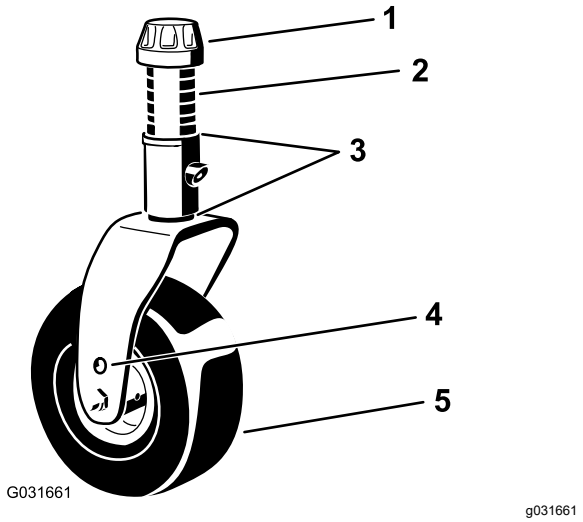
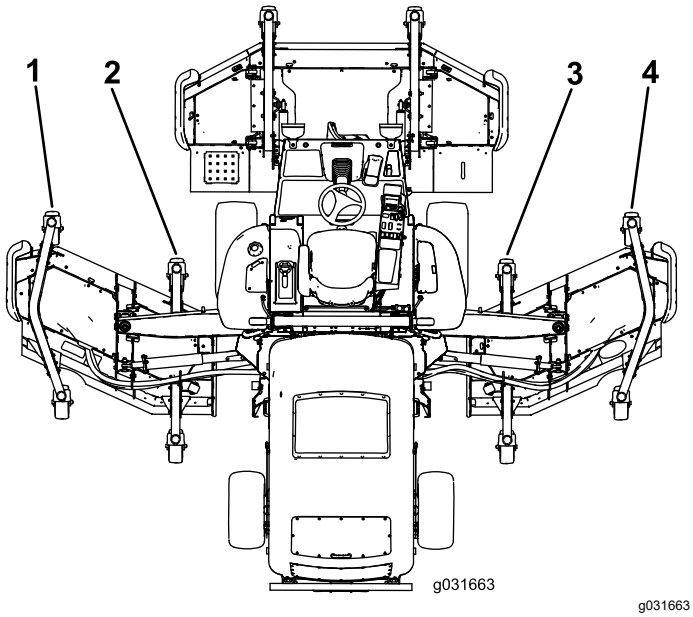

Figura 28
Figura 29
5. Si el borde interior de la unidad de corte lateral está demasiado alto respecto al borde exterior de la unidad de corte delantera, retire 1 suplemento de la parte inferior del brazo interior delantero de la rueda giratoria en la unidad de corte lateral (Figura 28 y Figura 29).
6. Si el borde interior sigue estando demasiado alto, retire otro suplemento de la parte inferior del brazo interior delantero de la rueda giratoria de la unidad de corte lateral y un suplemento del brazo exterior delantero de la rueda giratoria de la unidad de corte lateral (Figura 28 y Figura 29).
7. Si el borde interior de la unidad de corte lateral está demasiado bajo respecto al borde exterior de la unidad de corte delantera, añada 1 suplemento (3 mm) a la parte inferior del brazo interior delantero de la rueda giratoria en la unidad de corte lateral (Figura 28 y Figura 29).